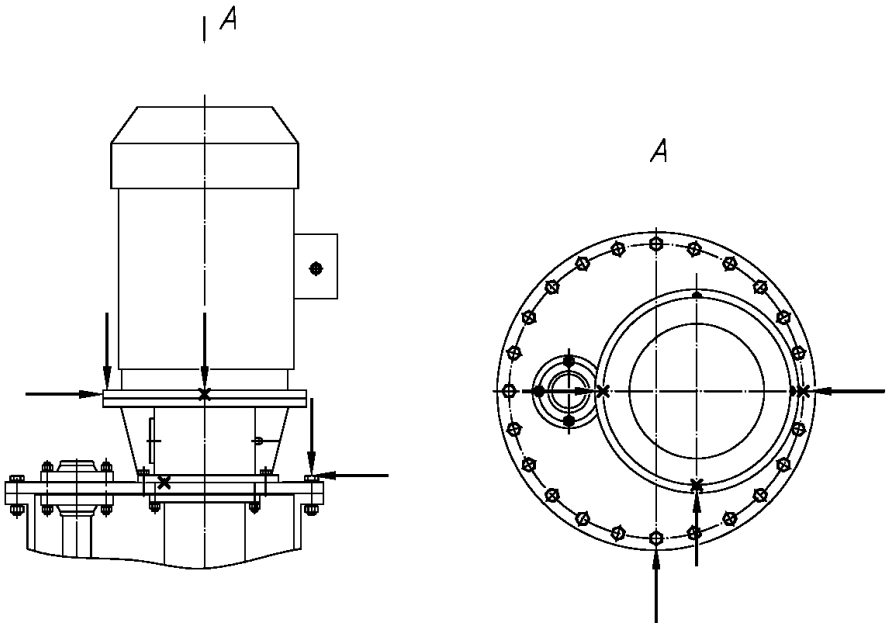

Рисунок 4.1 — Схема мест контроля виброскорости
4.2.4 Значение виброскорости при установке агрегата не должны превышать значений, указанных в таблице 4, контролировать значение виброскорости в местах согласно схеме рис.4.1.